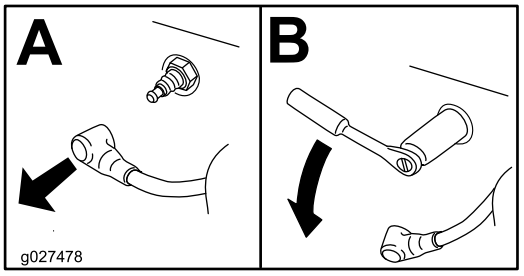

Figur 39
3. Ta bort tändstiftet (Figur 39).